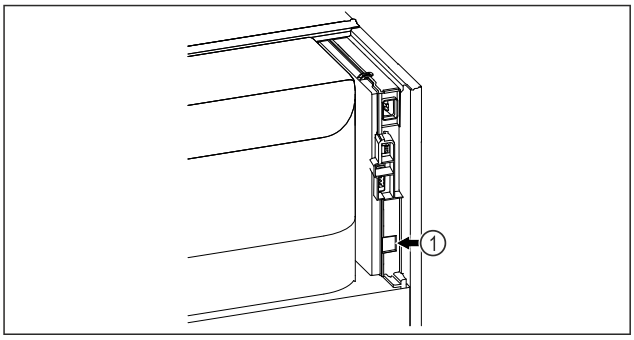

Fig. 184
❑ SmartModule *Fig. 184 (1)* este instalat.